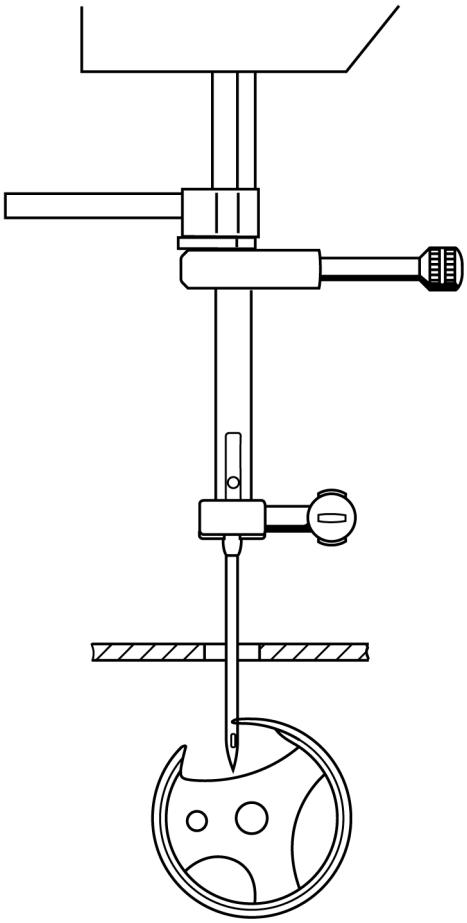

Рис. 36
Если при выполнении прямой строчки и среднем положении иглы, стержень игловодителя приподнимется из крайнего нижнего положения на 2,2 мм, то носик челнока должен находиться точно по середине иглы (рис. 36).
- Поверните маховое колесо в нормальном направлении, чтобы струбцина была прижата к промежуточной детали (рис. 36).
- Поверните маховое колесо немного назад, а затем вперед, чтобы струбцина была прижата к промежуточной детали (рис. 36).